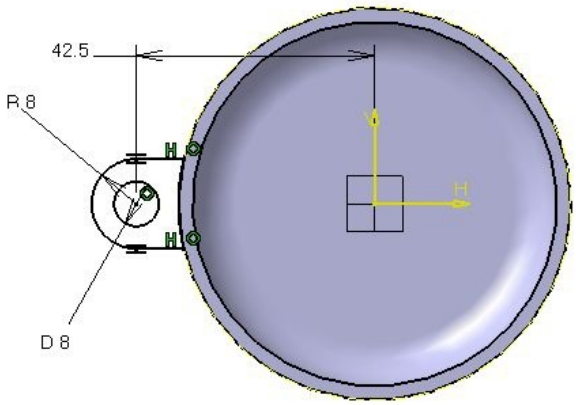

Figure 8-104 *The sketch to create the pad feature*
c. Create the pad feature on the outer periphery of the base feature, refer to Figure 8-104.
2. Draw the sketch for the pad feature, as shown in Figure 8-104. Exit the **Sketcher** workbench.